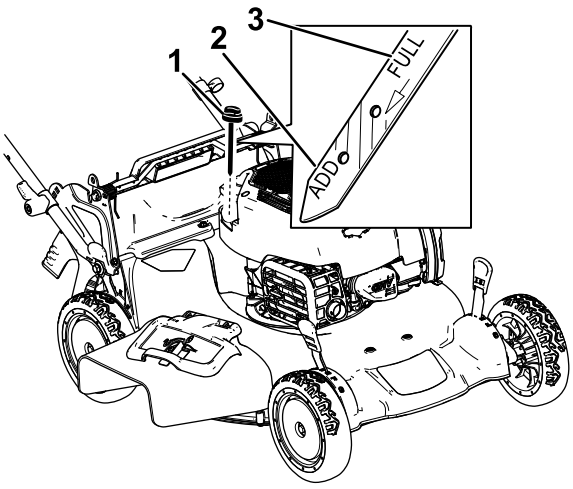

Figura 14
2. Girate il tappo in senso antiorario ed estraete l'asta di livello (Figura 14).
5. Controllate il livello dell'olio sull'asta (Figura 14).
- Se il livello di olio dell'asta è troppo basso (Figura 14), versate con cura una piccola quantità di olio detergente SAE 30 o
- Se il livello dell'olio sull'asta è troppo alto (Figura 14), drenate l'olio in eccesso finché il livello dell'olio sull'asta non risulta corretto; fate riferimento a Cambio dell'olio motore (pagina 17).